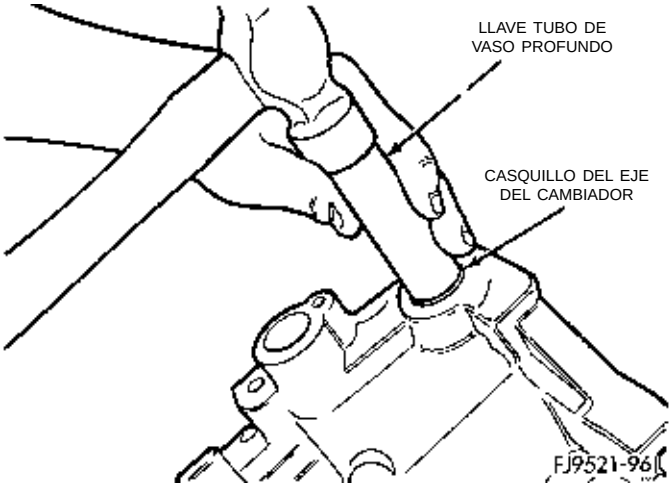

Fig. 136 Instalación del casquillo del eje del selector de cambios
(1) Emplace el casquillo de recambio sobre el hueco del eje de la palanca de cambios.
(2) Con una llave de tubo de vaso profundo de tamaño adecuado, instale el casquillo en el hueco del eje del selector de cambios (Fig. 136).